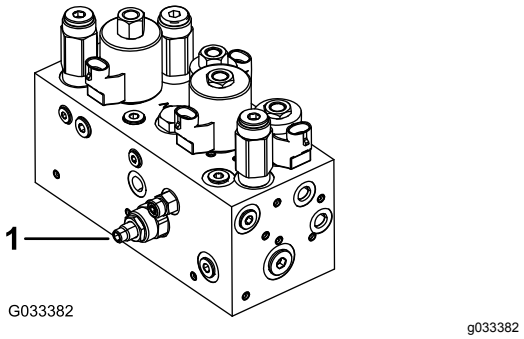

Figuur 50
Het circuit voor het opheffen/neerlaten van het maaidek is uitgerust met een doorstroomregelklep (Figuur 50). Deze klep is in de fabriek zo afgesteld dat deze na ongeveer 3 slagen opengaat. U moet de klep echter wellicht bijstellen in verband met verschillen in de temperaturen van de hydraulische vloeistof, maaisnelheden, enz.
1. Breng de stoel omhoog en ga naar de doorstroomregelklep voor het middelste trekframe (Figuur 50) die zich bevindt naast het verdeelstuk van het hydraulische systeem.